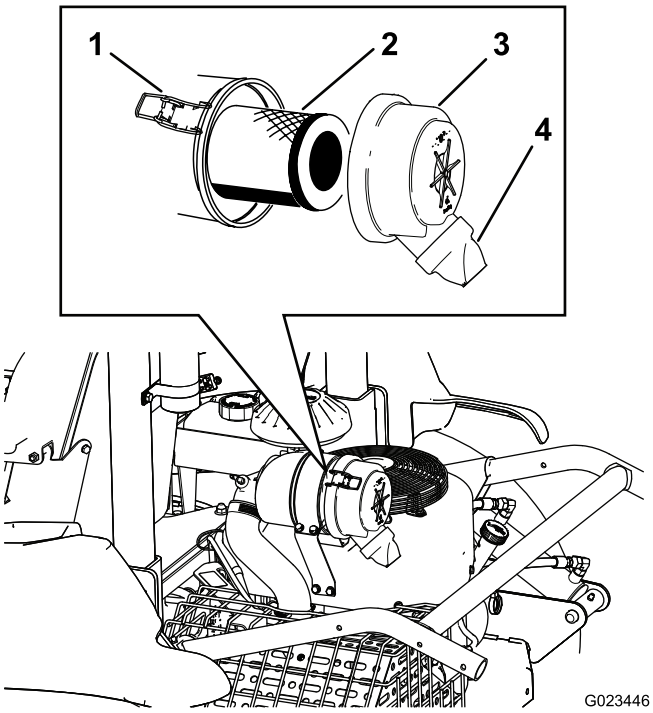

Figuur 43
2. Maak de sluitingen los waarmee het deksel van het luchtfilter is bevestigd aan het luchtfilterhuis (Figuur 43).